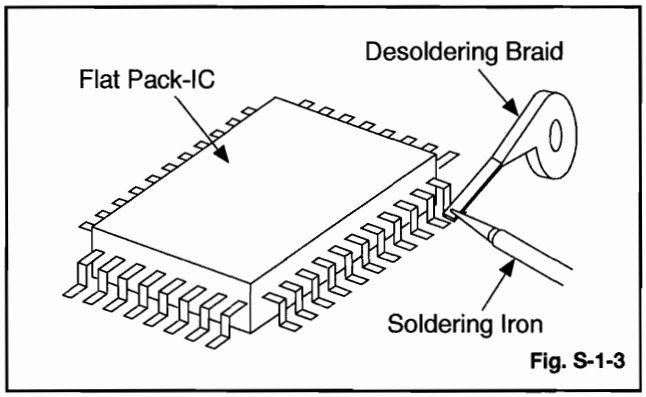

Fig. S-1-3
(1) Using desoldering braid, remove the solder from all pins of the flat pack-IC. When you use solder flux which is applied to all pins of the flat pack-IC, you can remove it easily. (Fig. S-1-3)